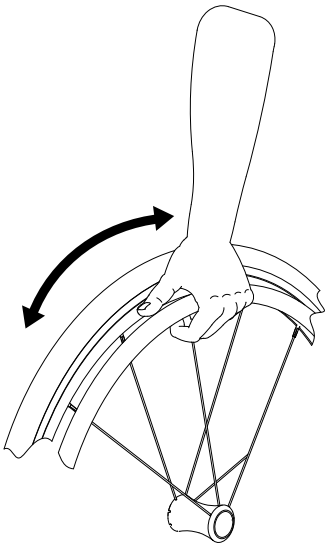

afb.10
1. Pak de hoepels met de hand vast en draai het wiel naar voren of achteren (afb. 10). Hiervoor plaatst u de hand met de duim naar voren op de hoepel en sluit u de andere vingers tot een vuist om de hoepel.